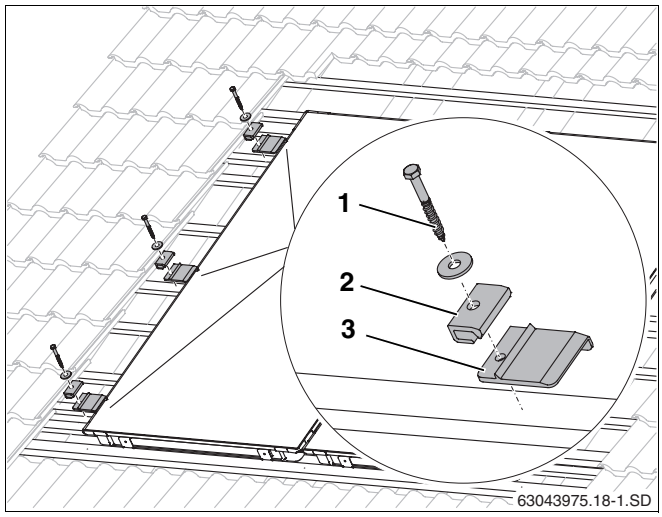

Abb. 30 Niederhalter links montieren
- Linken Kollektor leicht anheben und die linken Unterlegplatten (Abb. 30, **Pos. 3**) auf der 2. und 3. zusätzlichen Latte sowie mittig des Kollektors auf einer vorhandenen Latte soweit unter den Kollektor schieben, dass die Erhebung gegen die Kollektorkante unten stößt.
- Für die Schraube (Abb. 30, **Pos. 1**) muss mit 4 mm Bohrer vorgebohrt werden.
- Die einseitigen Niederhalter (Abb. 30, **Pos. 2**) mit Schraube 6×40 (Abb. 30, **Pos. 1**) und Unterlegscheibe befestigen (Schlüssel SW 10 verwenden).